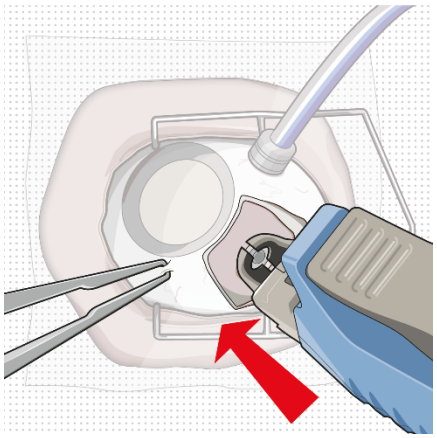

Figure 43
- Gently press the closed gripper tips against the **center** of the implant to seat the implant flush against the sclera (Figure 43).